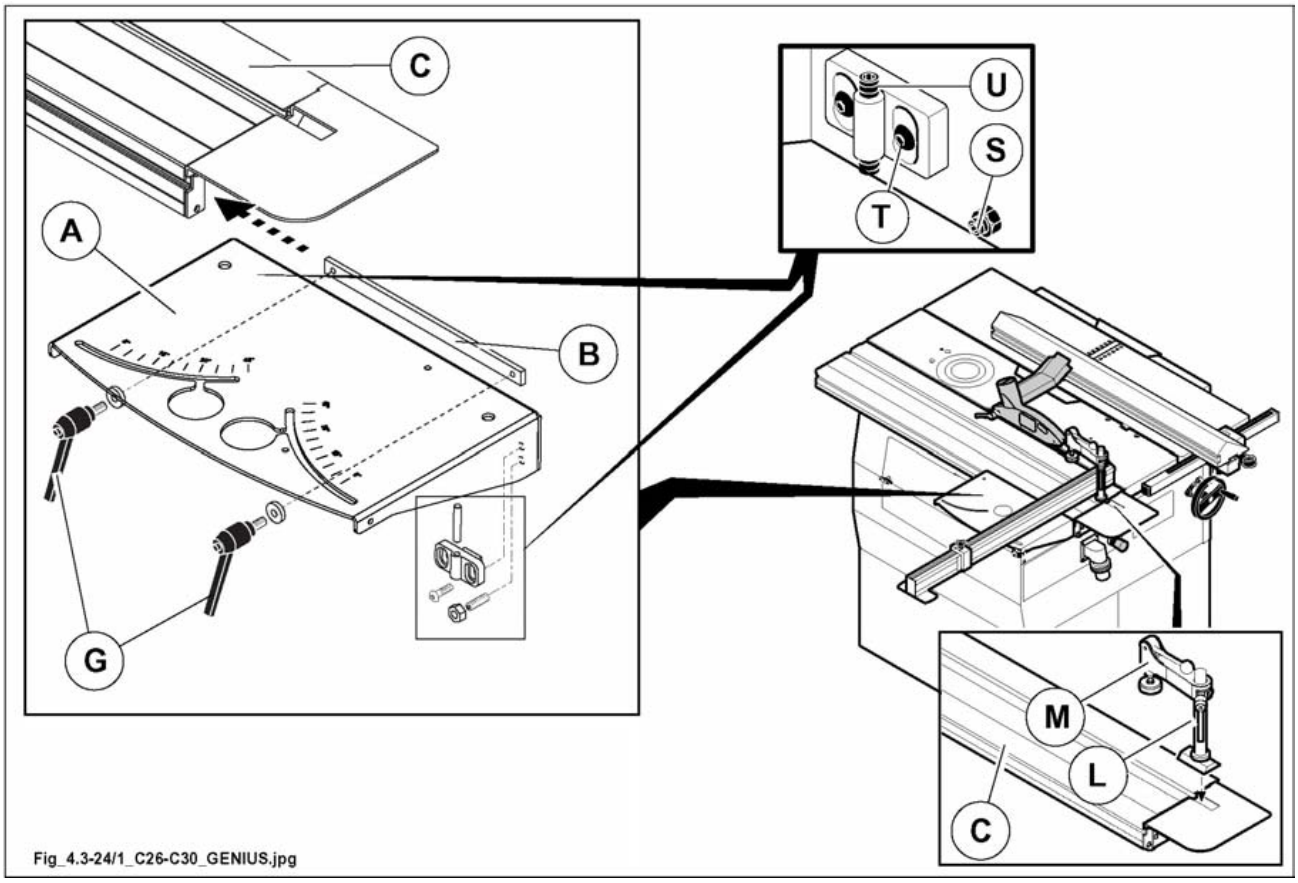

Fig. 4.3-24/1
1) Mount the attachment (A fig. 4.3-24/1) inserting the gib (B fig. 4.3-24/1) in the groove of the wagon (C fig. 4.3-24/1).
2) Tighten the lever (G fig. 4.3-24/1).
3) Insert the stud bolt (L fig. 4.3-24) with the presser (M fig. 4.3-24) in the groove of the wagon (C fig. 4.3-24) and turn it clockwise to lock it.
- loosen levers (G fig. 4.3-24/1);
- adjust the dowels (S fig. 4.3-24/1) to ensure the table is parallel to the wagon;
- loosen screws (T fig. 4.3-24/1) and move the dowels (U fig. 4.3-24/1) to adjust the height position.
1) Insert the support (B fig. 4.3-24) in the groove of the wagon (A fig. 4.3-24).
2) Position the swinging support (G fig. 4.3-24) as shown in the figure; rest the frame (D fig. 4.3-24) on the support (B fig. 4.3-24), inserting the two pads (H fig. 4.3-24) in the groove of the wagon, and the screw (F fig. 4.3-24) in the hole (E fig. 4.3-24).
the screw (F fig. 4.3-24) must sit perfectly in the special hole underneath the frame (D fig. 4.3-24).
3) Level the table (D fig. 4.3-24), if necessary, turning the screw (F fig. 4.3-24).
4) Tighten the knobs (C fig. 4.3-24).
5) Insert the stud bolt (L fig. 4.3-24) with the presser (M fig. 4.3-24) in the groove of the wagon (A fig. 4.3-24) and turn it clockwise to lock it.
- loosen knobs (C fig. 4.3.24);
- loosen screws (P fig. 4.3.24) and move the dowels (Q fig. 4.3.24) to adjust the height position.
- Open the door (N fig. 4.3-24).
- Open the pre-prepared holes (W fig. 4.3-24).